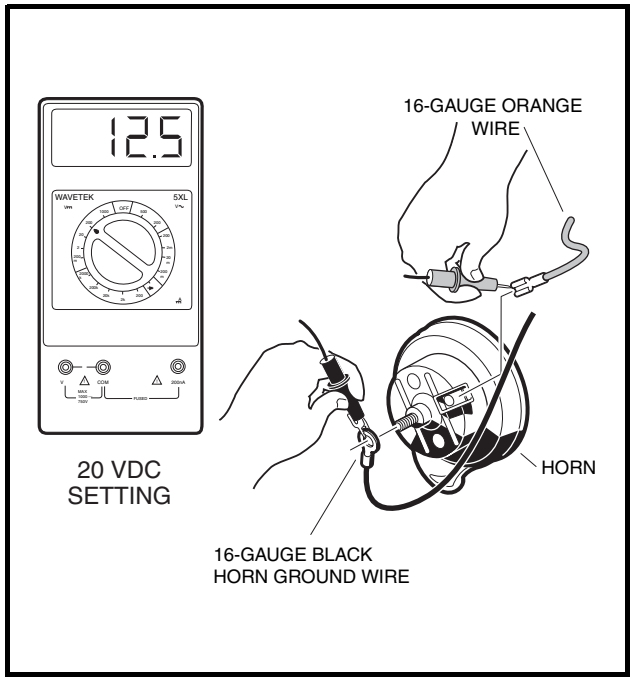

Figure 11-56 Horn Circuit Test
5. Using a multimeter set on 20 volts DC, place an alligator clip on the black (–) probe. Connect the black (–) probe to the 18-gauge black wire ring terminal. Place the red (+) probe into the spade terminal on the orange wire **(Figure 11-56, Page 11-52)**. **See following CAUTION.**